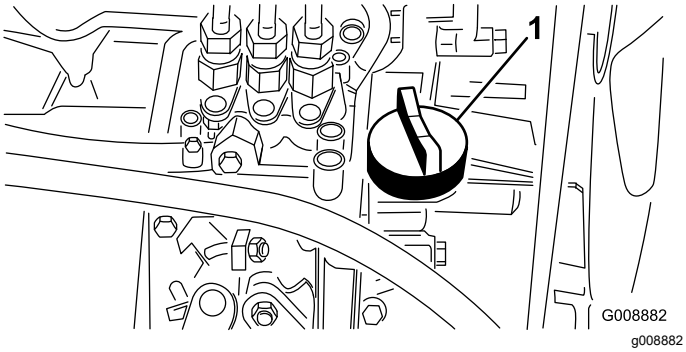

Figur 29
4. Hvis oliestanden er lav, skal du fjerne oliepåfyldningsdækslet (Figur 29) og gradvist fylde små mængder olie på og ofte kontrollere oliestanden, indtil den når FULL-mærket på målepinden.